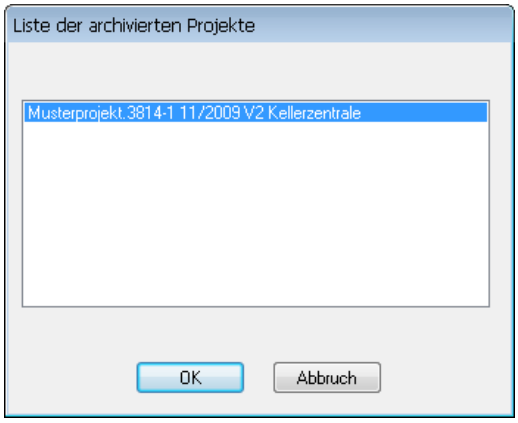

Bild 17.28 – Archivinhalt des Rückgabearchivs wählen
- Hierauf wird der Inhalt des Archivs angezeigt. Bestätigen Sie (Abb. 17.28).